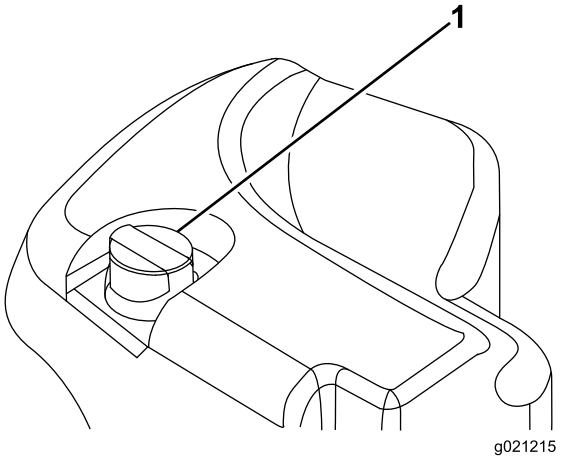

**Figuur 31**
- Mobil EAL Envirosyn H 46 (VS)
2. Reinig de omgeving van de vulbuis en de dop van de hydraulische tank (Figuur 31).